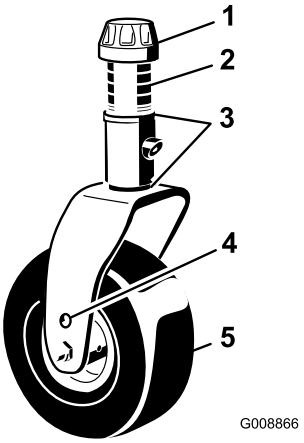

Рисунок 77
1. Снимите натяжную гайку с вала шпинделя (Рисунок 77) и извлеките шпиндель из рычага поворотного колеса. Переустанавливайте регулировочные прокладки так, как требуется, чтобы поднимать или опускать поворотное колесо, пока режущий блок не будет иметь надлежащий наклон.